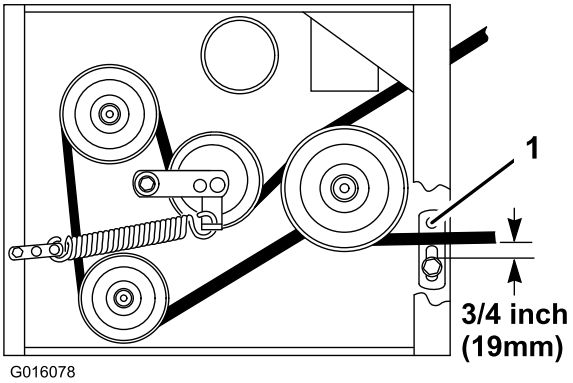

Figur 46
8. Kontrollera remstyrningen under motorramen med avseende på korrekt justering (Figur 46).
Obs: Avståndet mellan remstyrningen och klipparremmen ska vara 19 mm när klipparremmen kopplas in (Figur 46). Justera klipparens remstyrning efter behov. Den frånkopplade remmen ska inte slacka eller falla av remskivan när styrningarna är korrekt justerade.